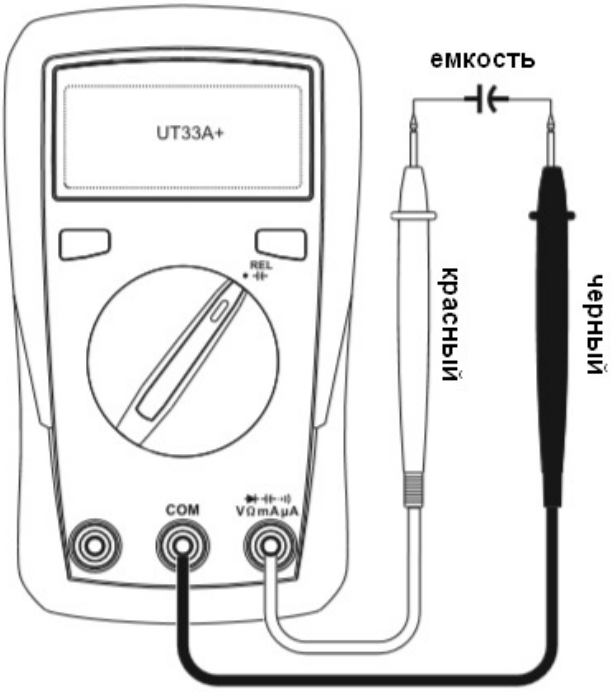

Рисунок 3
8.5. Измерение емкости (только в модели UT33A+) *(см. рисунок 3)*